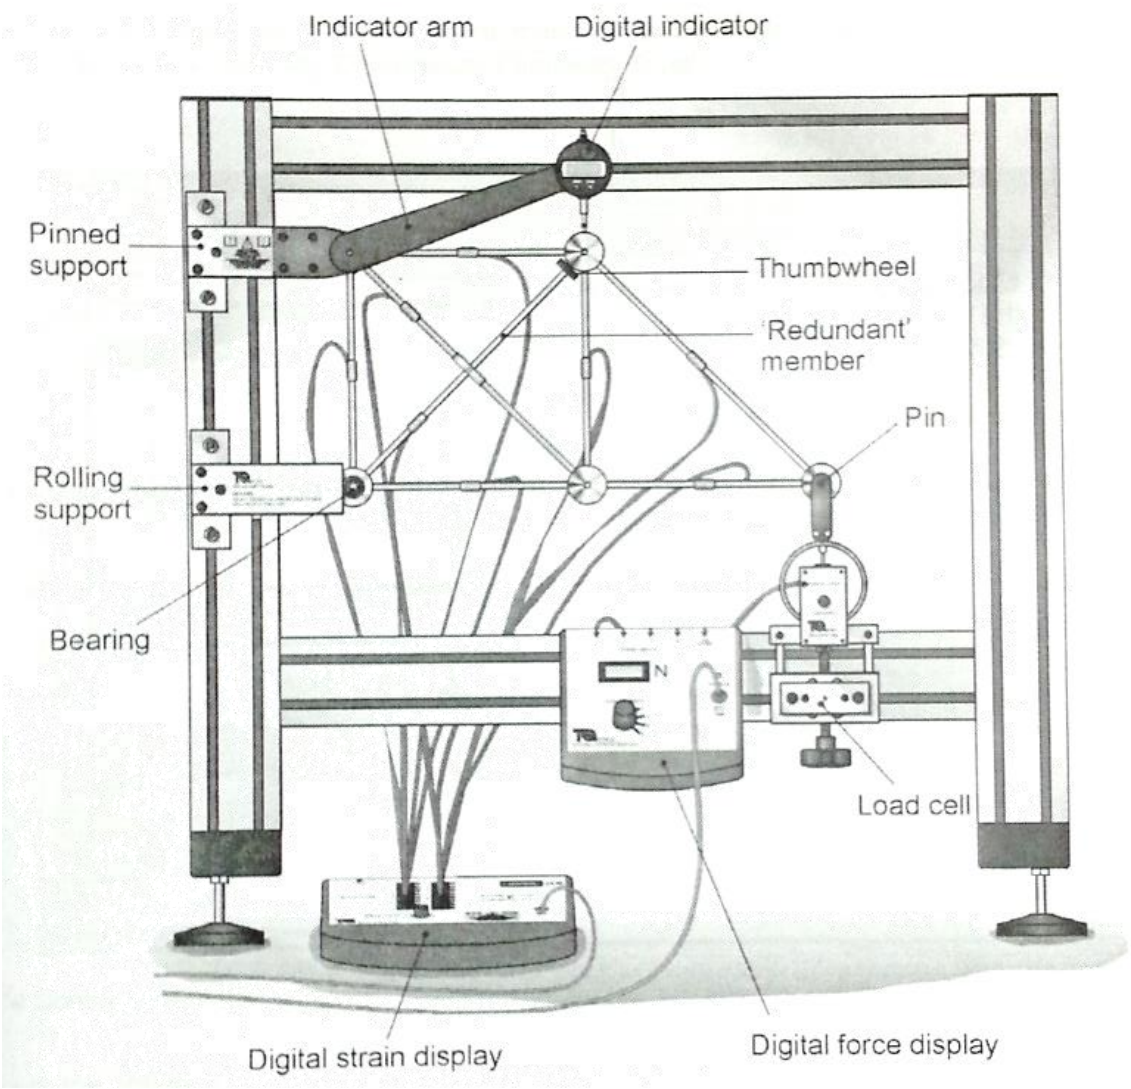

Fig. 3. Redundant truss hardware
This experiment consists of a fixed framework made from steel rods bonded into joint pieces, as shown in Fig. 3. There are two special members built into the framework. One member can be disconnected from the framework by undoing a special nut and it is called redundant member. The other special member has a central ring to allow the redundant member to pass through in order to ensure all the members are in the same plane. The framework is mounted into two supports, one is a pinned support and the other is a roller support. A strain gauge is attached to each of the members to measure the strain of each member.
2. Apply a loading of 50 N through the load cell (Fig. 3) and record the overall displacement of the truss and strains of the members in the row '*Measured strain*' in Table 2. Calculate the forces in all members from the strains.